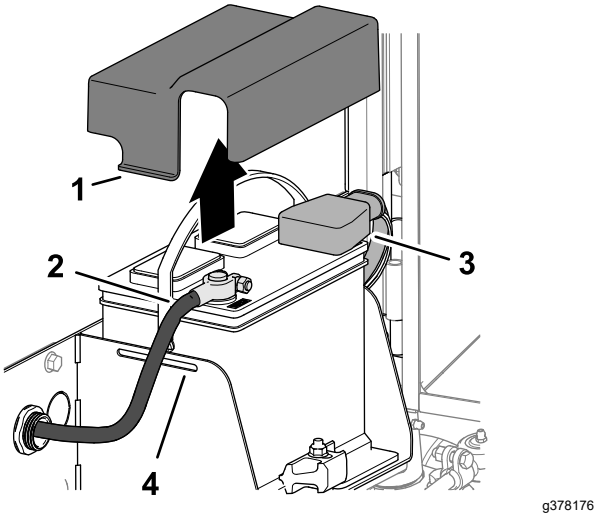

Figuur 96
3. Druk aan de zijkant van het accudeksel en verwijder het deksel van de accubak (Figuur 96).